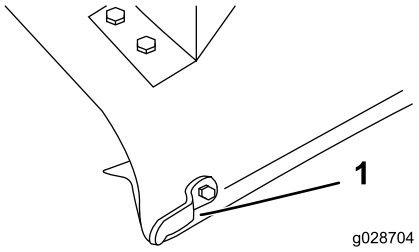

Figure 7
1. Mark and drill a 3/8-inch diameter hole through the center of the deflector stop (Figure 7).